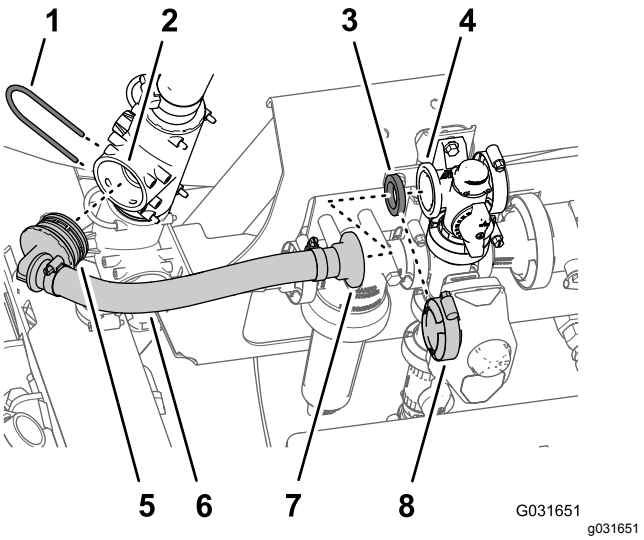

Figur 219
4. Ret 90°-fittingen med modhager ind efter den nye omrøringsomløbsslange (Toro-delnr. 131-9649) med den åbne port i den øvre T-fitting, og indsæt 90°-fittingen, indtil den sidder på plads i TT-fittingen (Figur 219).
5. Fastgør 90° -fittingen med modhager på T-fittingen med holderen (Figur 219), du fjernede i trin 1.
6. Ret den lige flangefitting på den nye omrøringsomløbsslange (Toro-delnr. 131-9649) og pakningen ind efter flangen på omløbsventilen (Figur 219).